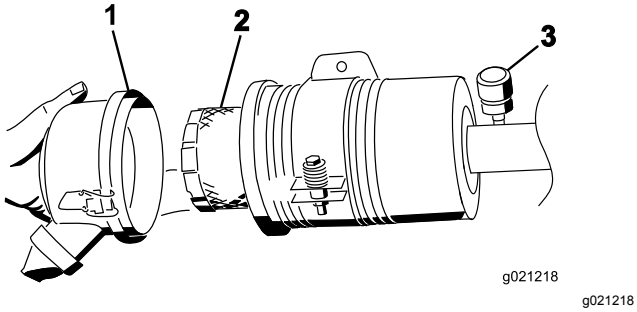

Figur 84
6. Afmonter og udskift filteret (Figur 84).